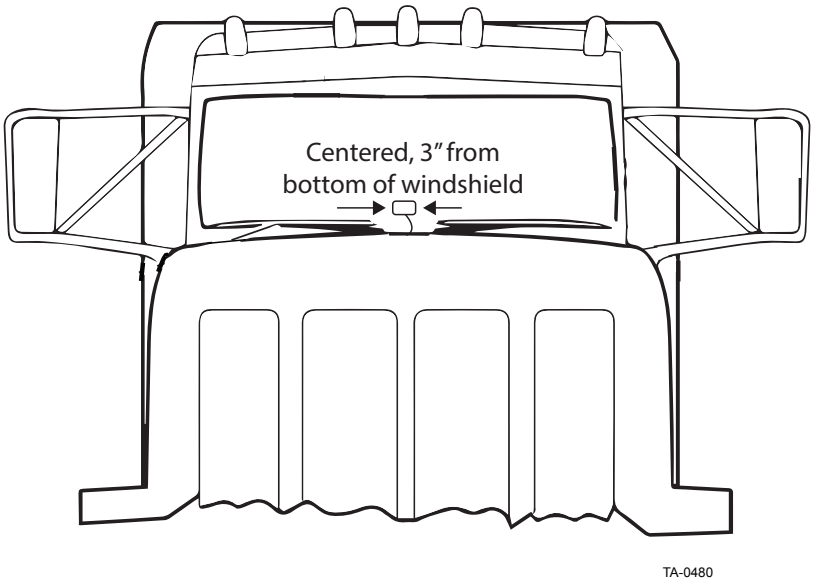

Figure 2 – Placement of Runner on one-piece windshield
1. If the vehicle has a one-piece windshield, the Runner transponder should be centered on the windshield, 3 inches above the dashboard (Figure 2).